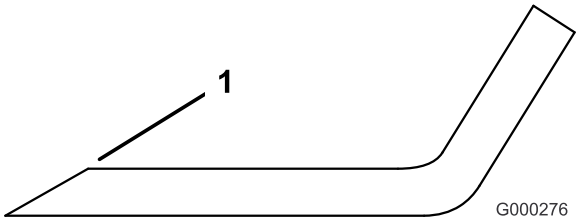

Figuur 57
1. Gebruik een vijl om de snijranden aan beide uiteinden van het mes te slijpen (Figuur 57). Houd daarbij de oorspronkelijke hoek in stand. Het mes blijft in balans als u van beide snijranden dezelfde hoeveelheid materiaal verwijdert.